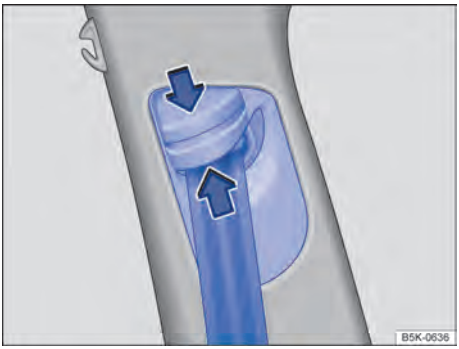

Fig. 33 Ao lado dos bancos dianteiros: regulagem de altura do cinto de segurança.
– Pressionar o dispositivo regulador no sentido da seta e mantê-lo pressionado → Fig. 33.